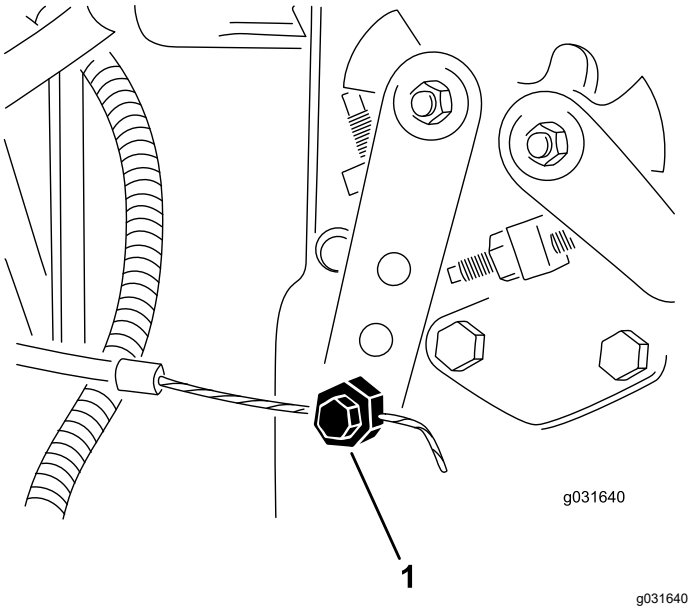

Figur 63
2. Lossa gasvajerns kontaktdon på insprutningspumpens reglagearm (Figur 63).